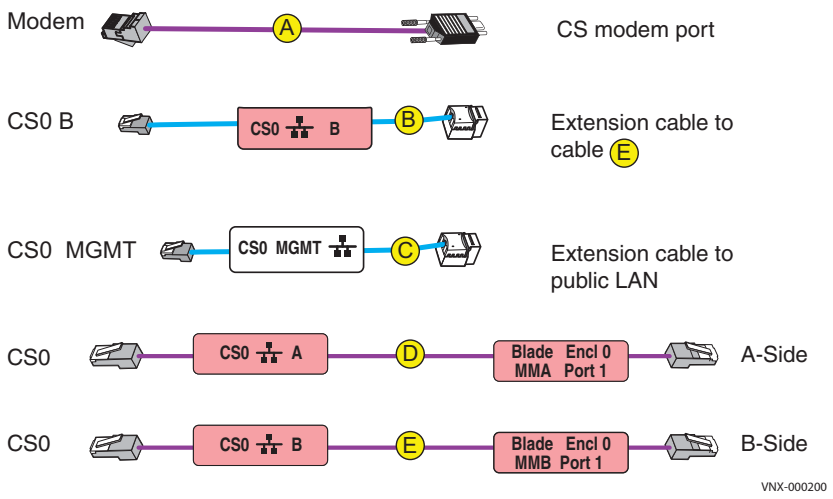

**Figure 13** CS0 cables
2. Locate the cables shown in Figure 13. You have already connected extension cables B and C when you installed the Control Station.